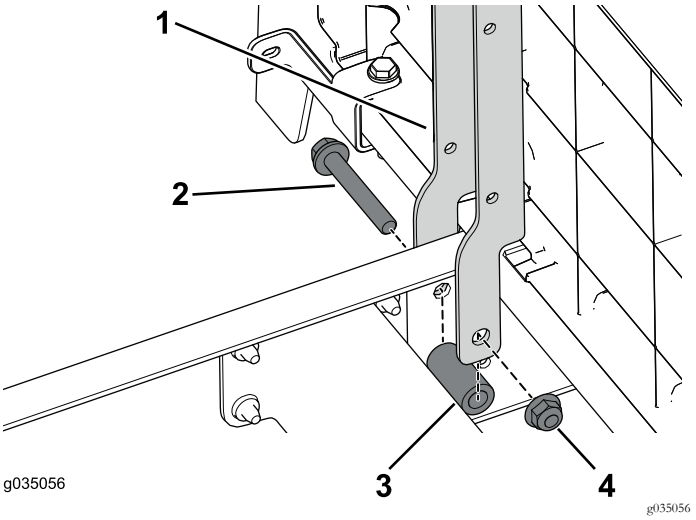

Рисунок 91
1. С помощью двух болтов (3/8 x 2-1/2 дюйма), проставок и фланцевых гаек прикрепите левую и правую опоры сиденья к передней части автомобиля (Рисунок 91).